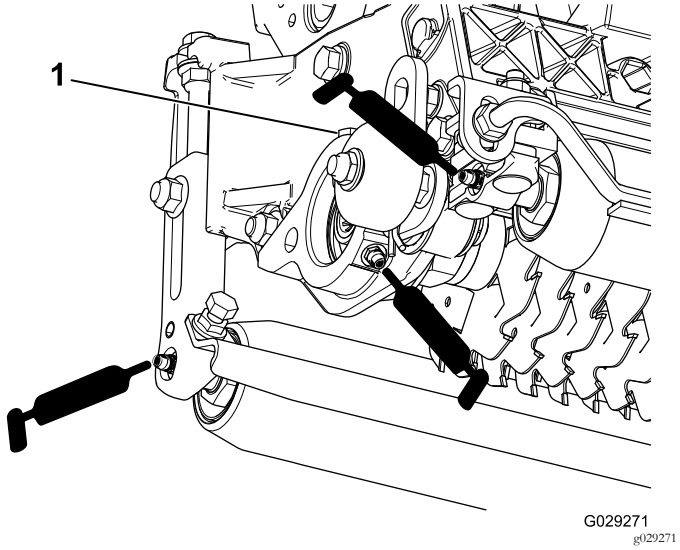

Bild 16
Jeder Vertikutierer hat fünf Schmiernippel (Bild 16), die wöchentlich mit Nr. 2 Schmierfett auf Lithiumbasis eingefettet werden müssen.
2. Tragen Sie Fett auf, bis sauberes Fett aus den Dichtungen der Rolle und dem Überdruckventil des Lagers austritt (Bild 16).